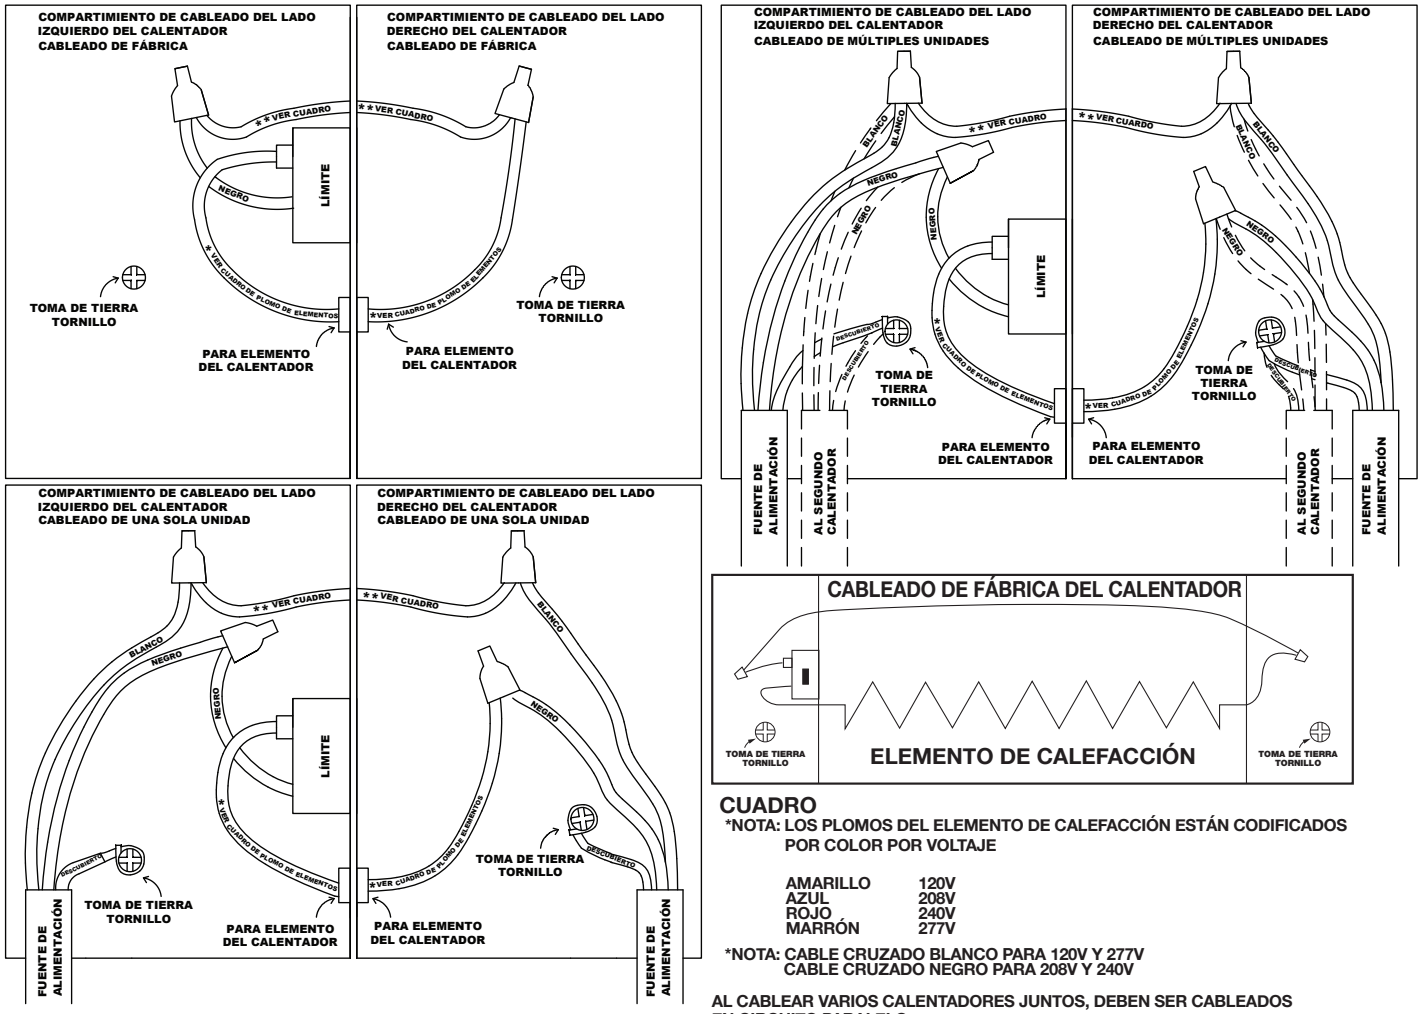

Figura 5: Diagramas
2. Los procedimientos de cableado y las conexiones deben estar de acuerdo con el Código Eléctrico Nacional (NEC) de los EE. UU. y los códigos locales. Consulte los diagramas de conexionado de la Figura 5. Asegúrese de que todas las conexiones eléctricas estén firmes, para evitar posibles sobrecalentamientos. Utilice cables de alimentación de cobre únicamente.
c. Cablee el calefactor de acuerdo con los diagramas de conexionado de la Figura 5. Sujete la cubierta del canal de cables mediante los tornillos.
8. Siga el diagrama de conexionado que corresponda, como se muestra en la Figura 5, para conectar la fuente de alimentación eléctrica al calefactor mediante tuercas de empalme de cables aprobadas.